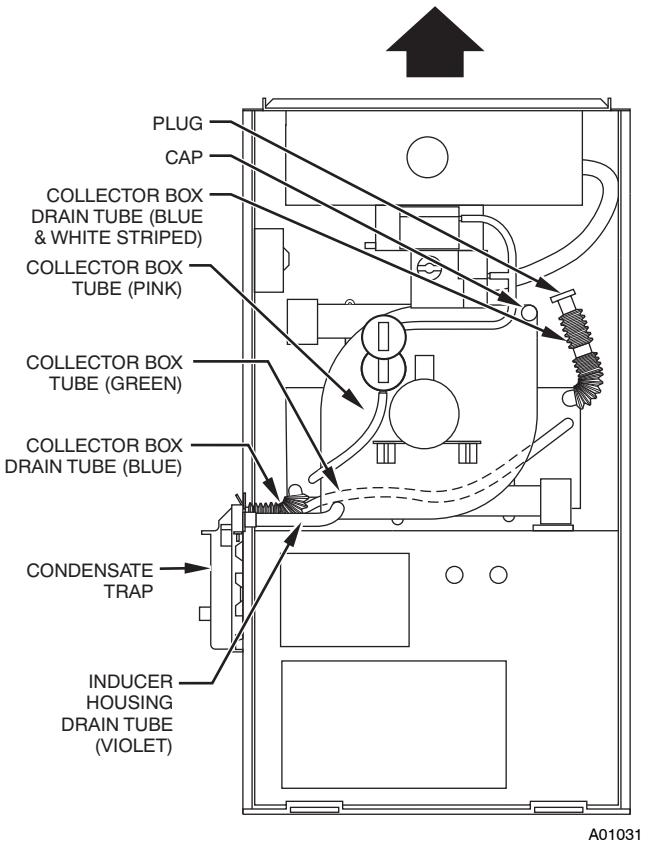

**Fig. 7 - Alternate Upflow Configuration and Trap Location**
**NOTE**: See Fig.7 or tube routing label on main furnace door to confirm location of these tubes.